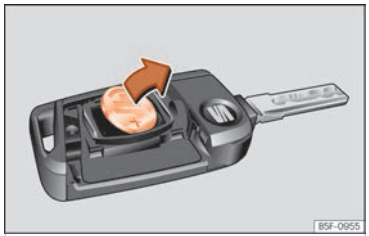

Fig. 49 Llave del vehículo: extracción de la pila.
- Extraiga la pila del compartimento con un objeto fino adecuado ››› fig. 49.